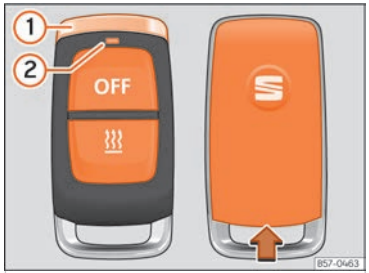

Fig. 96 Auxiliary heating: radio remote control.
When the buttons are pressed, the LED of remote control ››› Fig. 96 ② gives the user a range of information:
- Secure the remote control with the chrome pin ››› Fig. 96 ① vertically facing upwards.
- Insert a suitable tool, e.g. a screwdriver, into the indentation in the remote control housing, in the direction of the arrow ››› Fig. 96.
- Slide the cover in the direction opposite to the arrow until it clicks into place ››› Fig. 96.